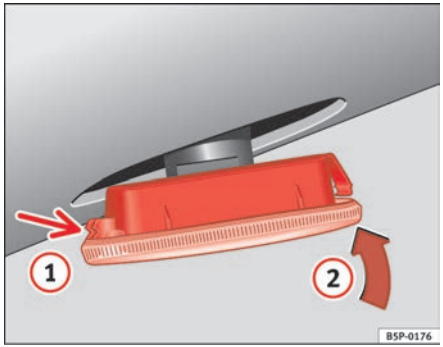

Fig. 173 Side indicator
– First place the indicator in the opening in the bodywork, fixing the tabs ⇒ fig. 173, arrow (1).
– Insert the lamp as shown by the arrow (2) ⇒ fig. 173. ■